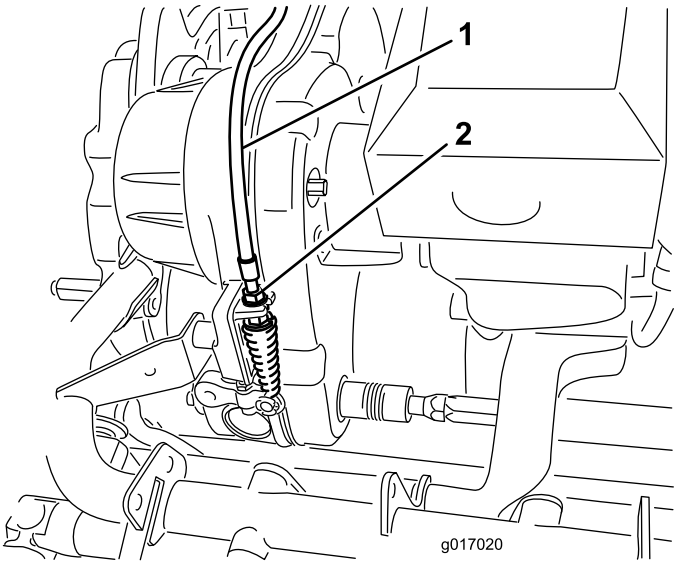

Figur 47
2. Juster kontrolkablet (Figur 47) til knivcylinderen ved transmissionens kantplade for at opnå en fjederlængde på 70,6-72,4 mm.